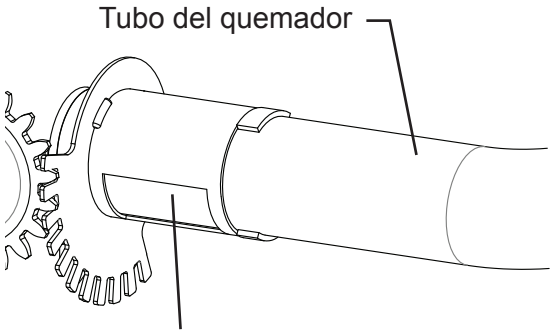

Fig. 24 - Ranura de entrada de aire primario en el tubo del quemador
2. Inspeccione el quemador, el piloto y los agujeros de entrada de aire primario en el porta orificio en busca de polvo y suciedad (Ver Fig. 24).